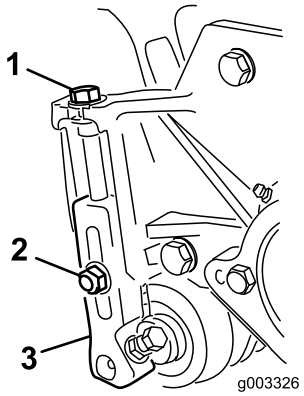

Rysunek 11
3. Poluzuj nakrętki zabezpieczające mocujące wsporniki wysokości cięcia do płyt bocznych jednostki tnącej (Rysunek 11).